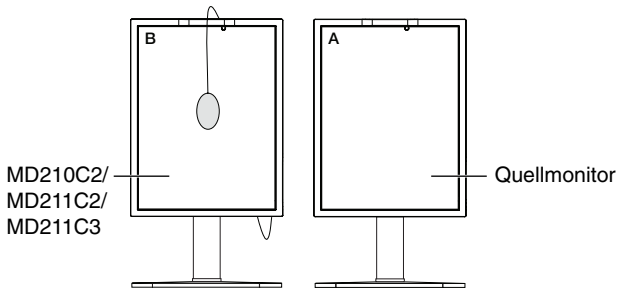

Abbildung C.2
7. Wenn Sie den Weißpunkt von Bildschirm B bestätigen möchten, entfernen Sie den USB-Farbsensor vom Quellmonitor A, und platzieren Sie ihn in der Bildschirmmitte von Monitor B (**Abbildung C.2**). Um die Bestätigung des Weißpunkts von Bildschirm B zu überspringen, drücken Sie SELECT, und fahren Sie mit Schritt 9 für die FEINABSTIMMUNG fort.